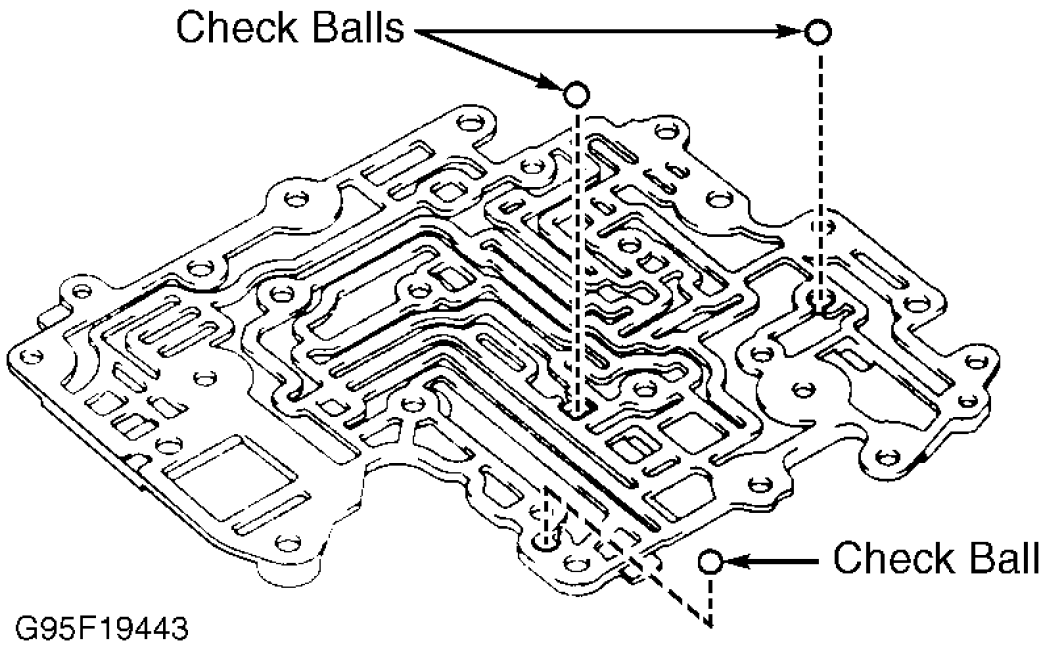

Fig. 34: Identifying Lower Valve Body Cover No. 2 Check Ball Locations (A-541E)
3. Remove lower valve body cover No. 2. Remove 2 check balls, oil strainer and vibrating stopper. Turn over No. 2 cover. Remove 2 screws and lift off separator plate and gaskets. Remove 3 check balls. See **Fig. 34** .